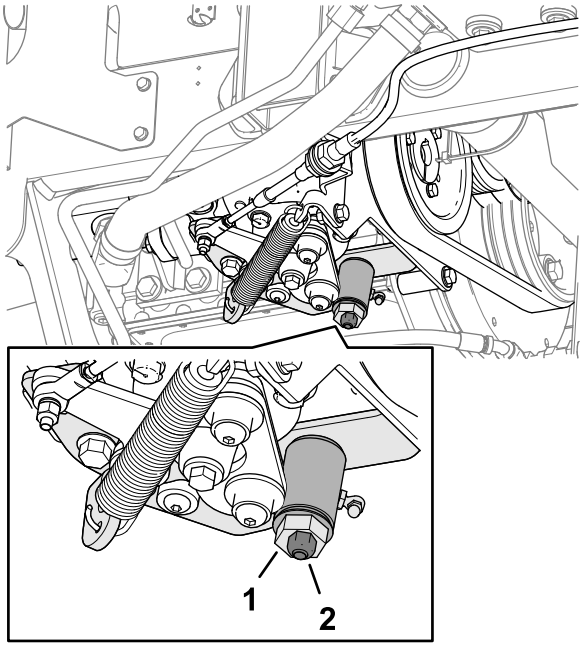

Figuur 72
3. Draai de borgmoer op de afstelnok van de tractie los (Figuur 72).